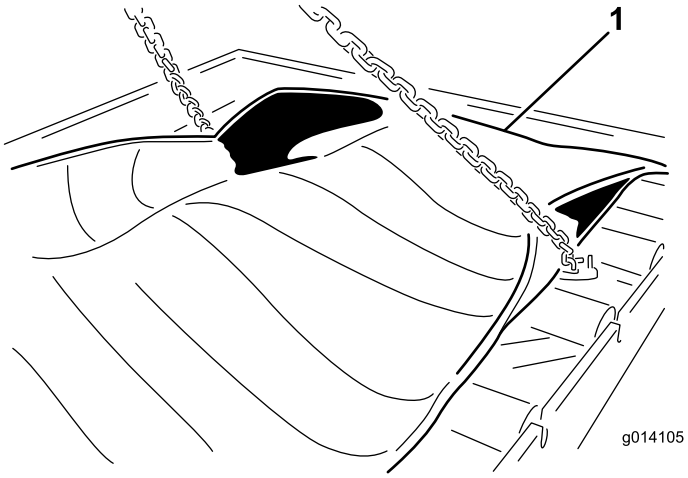

Figur 48
23. Afmonter de (24) bolte for at udløse indsatsen (Figur 48).